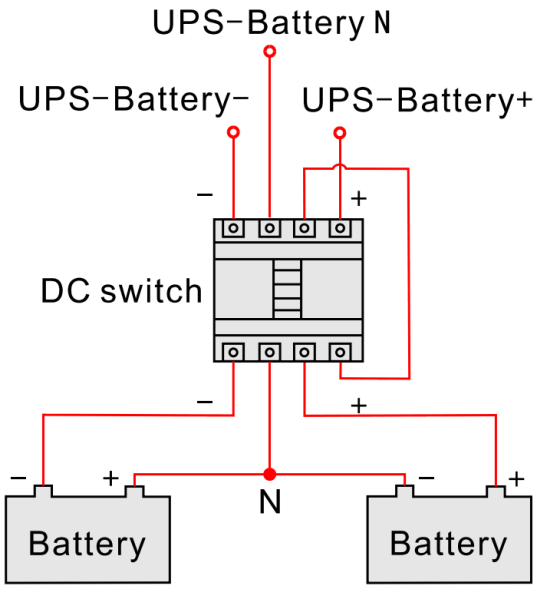

FIGURA 3-61 Schema di collegamento della batteria
- L'ingresso DC della batteria richiede un sezionatore DC; il collegamento è mostrato nella Figura 3-61.